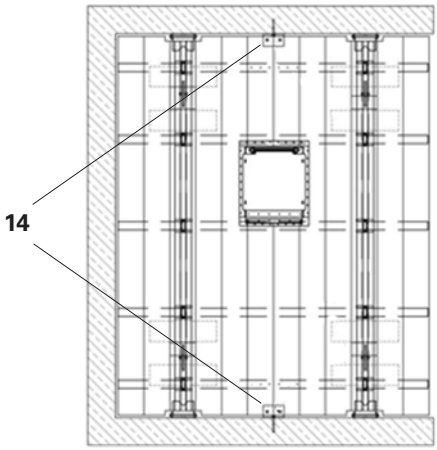
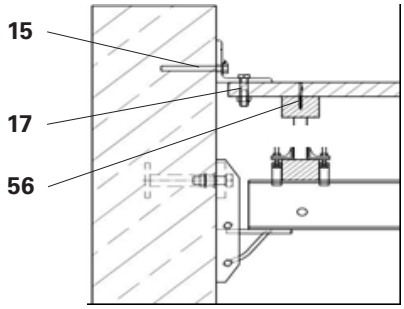

Abb. B7.01
Abb. B7.02
1. L-Winkel RCS 120 x 120 x 200 (**14**) an die Wände mit Ankerschraube PERI 14 x 150 (**15**) und Unterlegscheibe A14 (**16**) befestigen (Abb. B7.01 und Abb. B7.02).